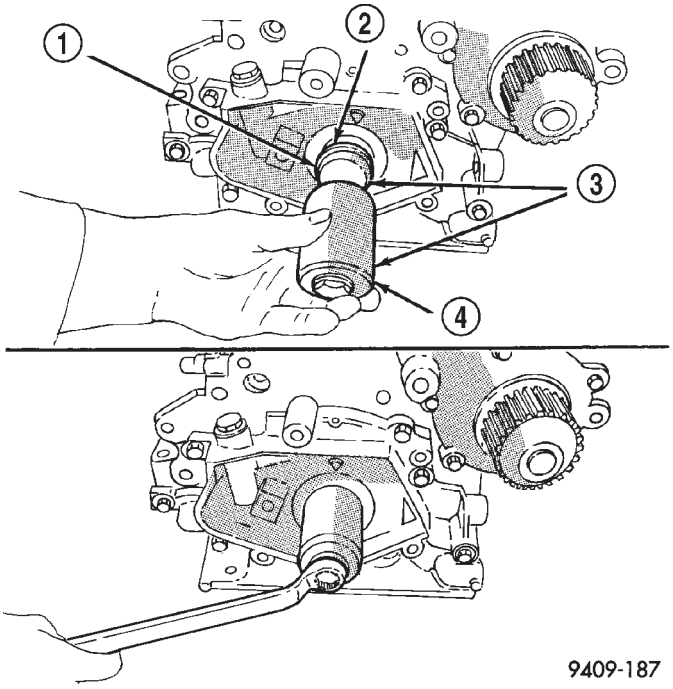

Abb. 87 Vorderer Kurbelwellendichtring—Einbau
(1) Wellendichtring so in die Öffnung einsetzen, daß die Feder zur Motorinnenseite zeigt. Mit Spezialwerkzeug 6780-1 (Abb. 87) neuen Wellendichtring so einsetzen, daß er bündig mit der Abdeckung abschließt.